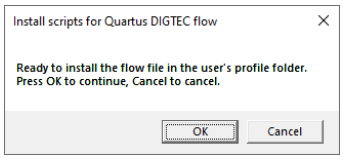

Figuur 4.2: *Installeren flow.*
6. Dubbelklik op het bestand `install_flow.vbs`. Er volgt nu een scherm. Zie figuur 4.2. Klik op **OK** om de flow te installeren.